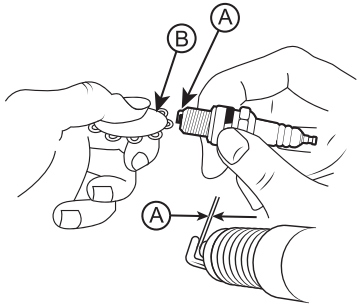

Рис. 15 Обслуживание свечи зажигания
4. Измерьте зазор А между электродами свечи зажигания специальным щупом В. Зазор должен быть 0,7-0,8 мм (Рис. 15). При увеличении или уменьшении требуемого зазора, рекомендуется заменить свечу, так как регулировка зазора может привести к изменению качества искрообразования.